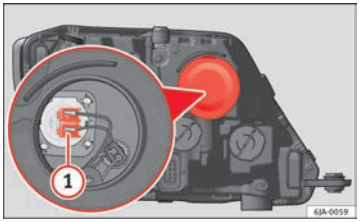

Fig. 148 Changing main beam headlight bulbs
- Remove the connector ⇒ Fig. 148 (1) by pulling it outwards.